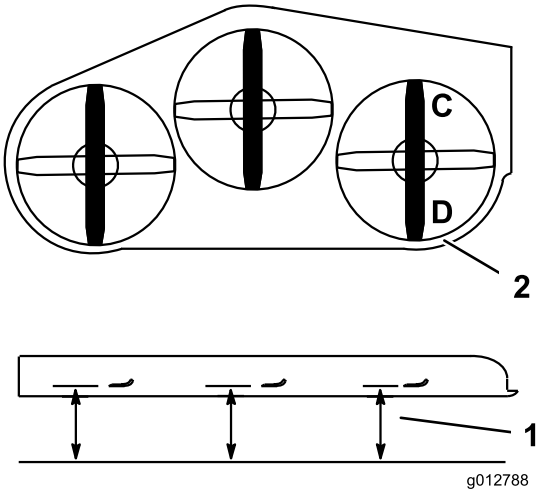

**Figuur 87**
1. Zet het rechter maaimes in de schuinstand (Figuur 87).
2. Meet het rechtermes bij punt **C**. Meet de afstand tussen een horizontaal oppervlak en de snijrand van het maaimes en noteer deze afstand (Figuur 87).
3. Meet het rechtermes bij punt **D**. Meet de afstand tussen een horizontaal oppervlak en de snijrand van het maaimes en noteer deze afstand (Figuur 87).
4. Het maaimes moet 6 tot 10 mm lager staan bij punt **C** dan bij punt**D** (Figuur 87). Indien dit niet het geval is, gaat u als volgt te werk.